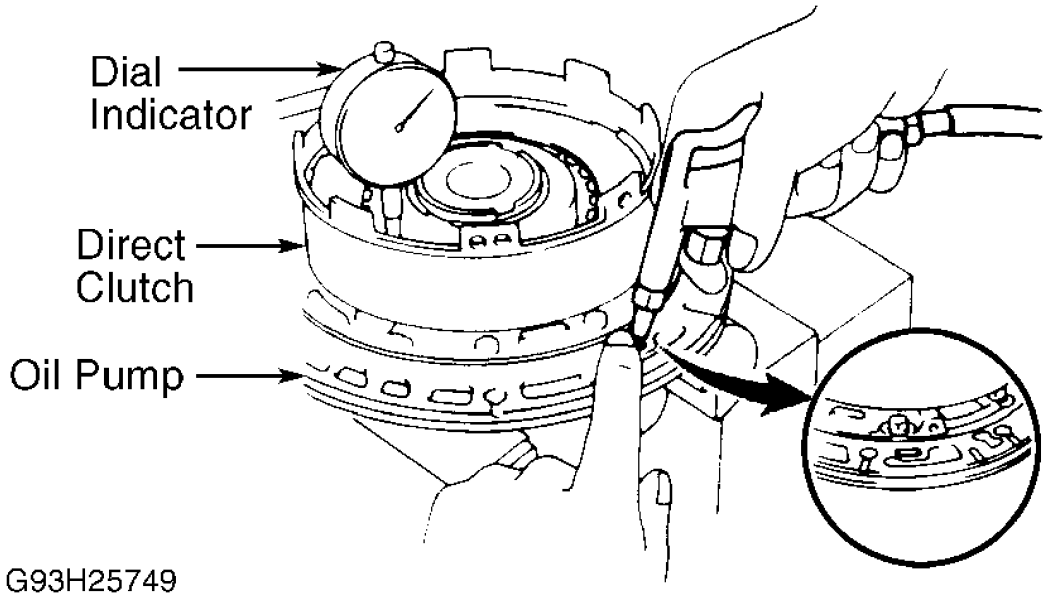
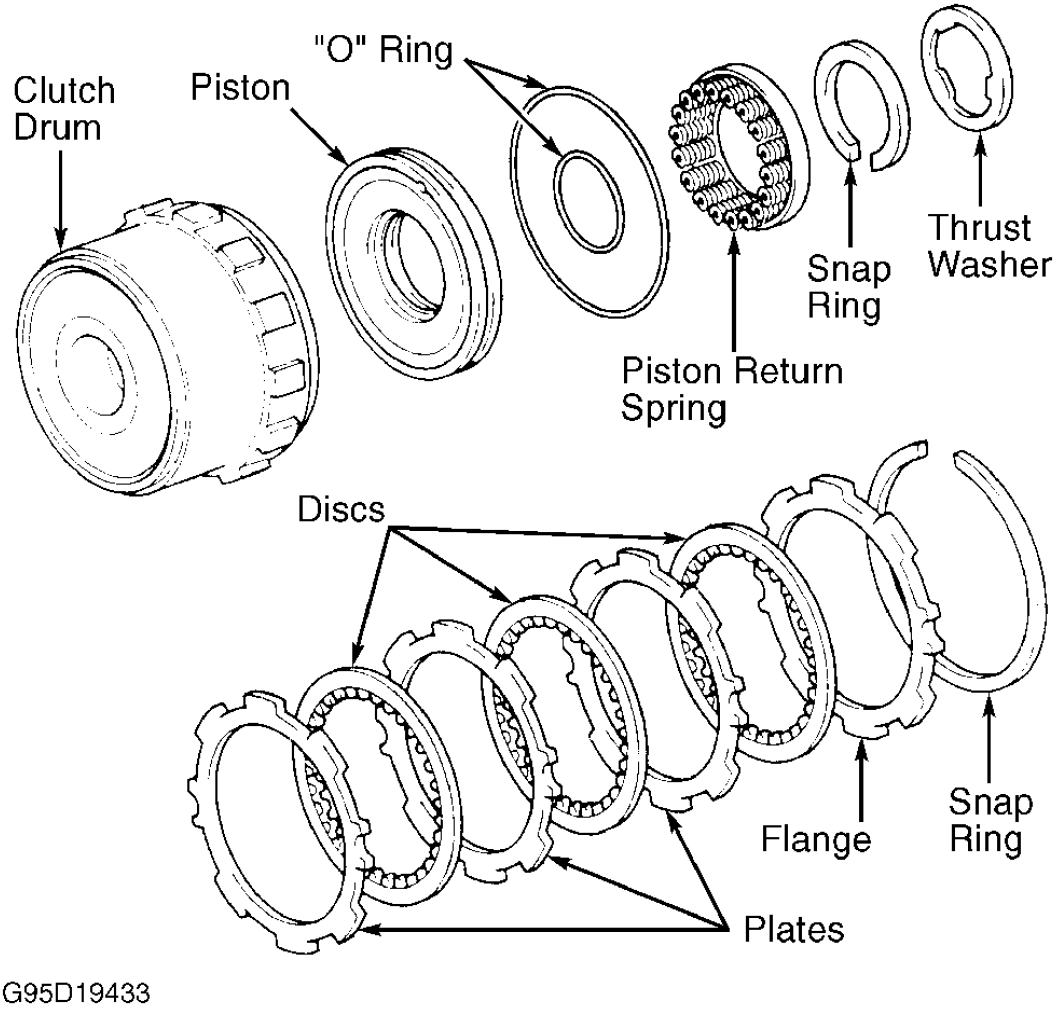

Fig. 20: Checking Direct Clutch Piston Stroke
Fig. 21: Exploded View Of Direct Clutch
1. Prior to disassembly, check piston stroke of direct clutch. Measure piston stroke by applying 57-114 psi (4-8 kg/cm^2) of compressed air. See **Fig. 20** . Piston stroke should be .036-.053" (.91-1.35 mm) for A-540E and A-541E transaxles or .044-.058" (1.11-1.47 mm) for A-540H transaxle. If piston stroke is greater than maximum, inspect each component.
2. Remove snap ring from clutch drum. Remove flange, discs and plates. Note number and location of components. See **Fig. 21** . Compress piston return springs and remove snap ring. Remove spring retainer. Slide direct clutch onto oil pump. Remove piston by applying low pressure compressed air. See **Fig. 20** . Remove direct clutch from oil pump. Remove "O" ring from clutch piston.
3. Install direct clutch on oil pump. Check piston stroke. Using a dial indicator, measure piston stroke by applying and releasing 57-114 psi (4-8 kg/cm^2) of compressed air. See **Fig. 20** .